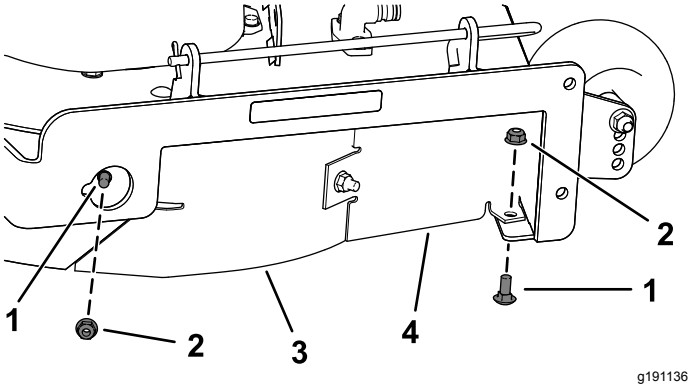

Figuur 13
7. Verwijder de 2 slotbouten (5/16" x ¾") en 2 borgmoeren (5/16") waarmee de gemonteerde rechterplaat en de beschermplaat bevestigd zijn aan het maaidek (Figuur 13).